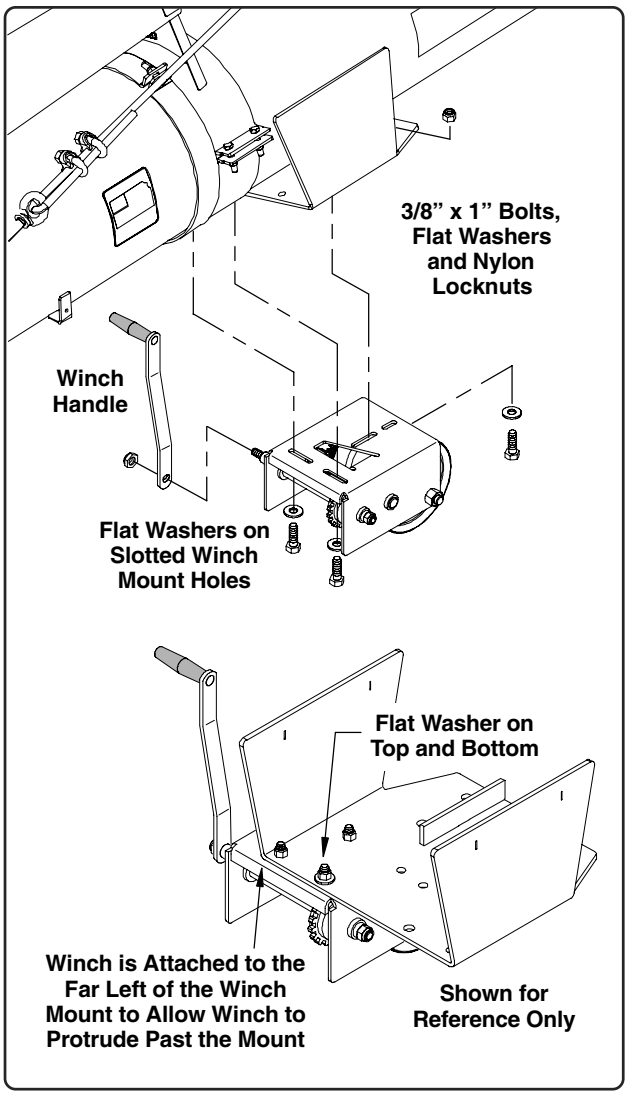

Fig. 36A
1. Install the hand winch on the 52' Models to the winch mount using 3/8" x 1" bolts, flat washers and nylon locknuts (flat washers on the bottom side of the slotted holes on the winch) The bolt on the rear right hand side of the winch will also have a flat washer on the top side of the winch mount, See Fig. 36A.
The winch will attach to the far left hand side of the winch mount (See Fig. 36A), this will allow the winch to protrude past the side of the mount so that the cable can be routed properly.